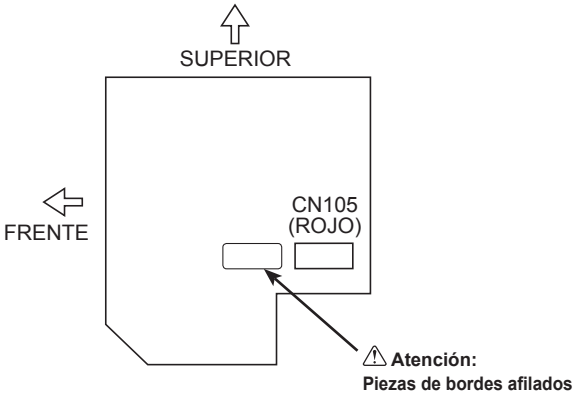

Fig. 6-6
7. Conecte el código eléctrico a CN105 (ROJO) en la placa del controlador interior. (Fig. 6-6)